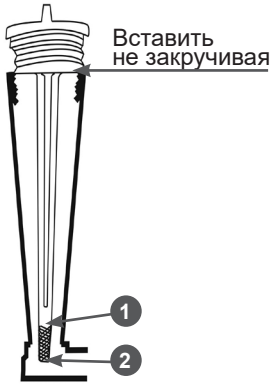

Рис. 8 Уровень масла в картере двигателя
4. Протрите щуп насухо и установите крышку-щуп в отверстие горловины, не закручивая (Рис. 8).
5. Аккуратно вытащите щуп и осмотрите его. Уровень масла должен соответствовать верхней отметке 1 на щупе (Рис. 8).
3. Протрите щуп насухо и вставьте в отверстие горловины, не закручивая (Рис. 8).
4. Аккуратно извлеките щуп и осмотрите его. Уровень масла должен соответствовать верхней отметке на щупе. При недостаточном уровне масла в картере необходимо долить чистое масло до верхней отметки 1 на щупе (Рис. 8).